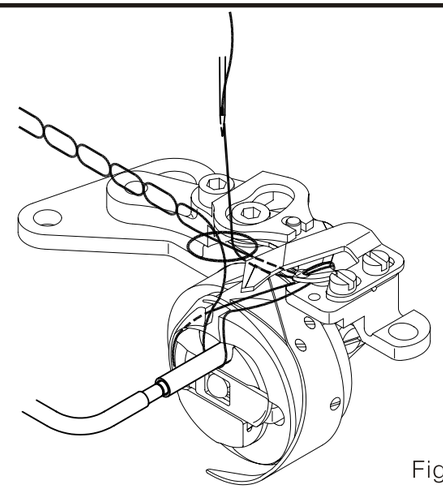

Fig. 20
3. La cuchilla movible enganchará el hilo de aguja y del bucleador (Fig. 20)